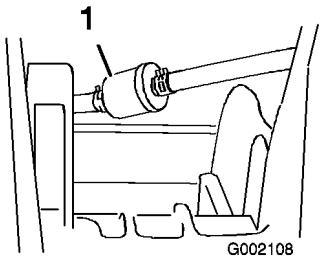

Figur 37
3. Fjern de klemmer, der fastgør brændstoffilteret til brændstofslangerne (Figur 37).